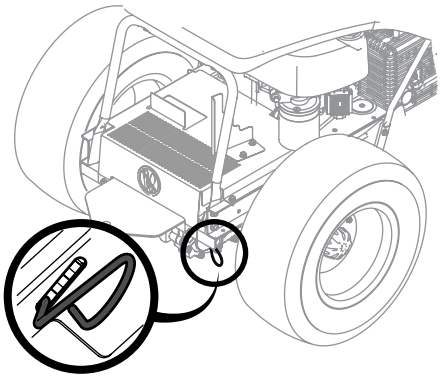

Figura 2-1
1. Acople las varillas de derivación de la transmisión para mover el tractor manualmente sin ponerlo en marcha. La varilla de derivación de la transmisión está ubicada en el interior del neumático derecho, cerca de la parte posterior del tractor. Acople la varilla de derivación tirando hacia afuera y hacia abajo. Consulte la Figura 2-1.
2. Después de mover el tractor, desacople la varilla de derivación levantándola y dejando que se vuelva a mover hacia adentro. Consulte la Figura 2-1.